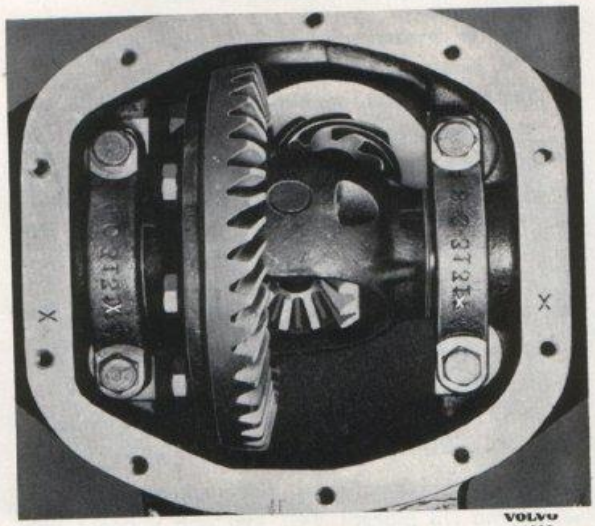

Bild 5-10. Sammärkning av överfall och hus
6. Kontrollera sammärkningen av överfall (2) och hus (21), se bild 5-10. Saknas märkning eller är den otydlig märkes ena sidan med körnslag. Tag bort överfallen.